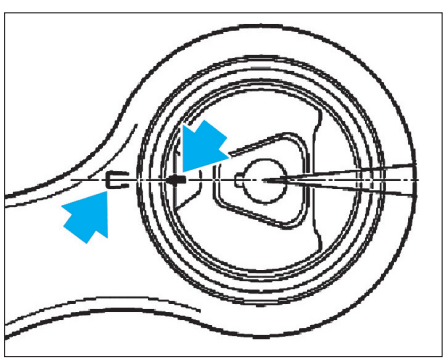

Fig. 31
• Centrer la flèche sur le silentbloc par rapport au repère sur le bras de traction et emmancher le silentbloc à la presse **(Fig.31)**.